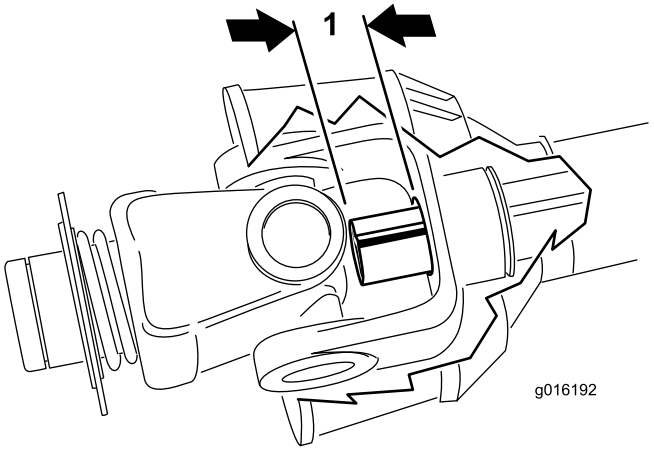

Rysunek 17
9. Dosuń do siebie zewnętrzne rury wałka sprzęgającego. Upewnij się, że **wewnętrzna** rura nie wchodzi do obszaru krzyżaka i łożyska rury zewnętrznej (Rysunek 17). Jeśli tak się stanie, w celu skorygowania problemu należy odciąć **więcej** długości rury wewnętrznej. Przejdź do kolejnego kroku.
10. Zmierz odległość, na jaką wewnętrzna rura wchodzi do obszaru krzyżaka i łożyska rury zewnętrznej (Rysunek 17). Dodaj tę odległość do wymiaru uzyskanego w kroku 8.